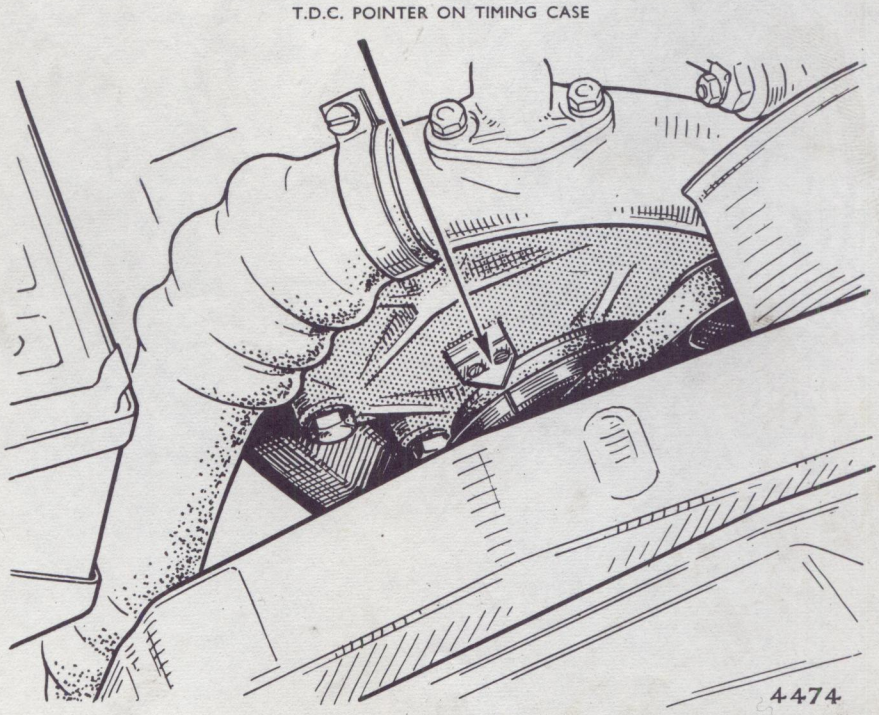

Fig. 22. *No. 1 and 6 T.D.C. marking on crankshaft damper rim and pointer on timing case*
1. Turn the engine until the line on the crankshaft damper rim comes exactly opposite to the pointer fixed to the timing case (see Fig. 22).